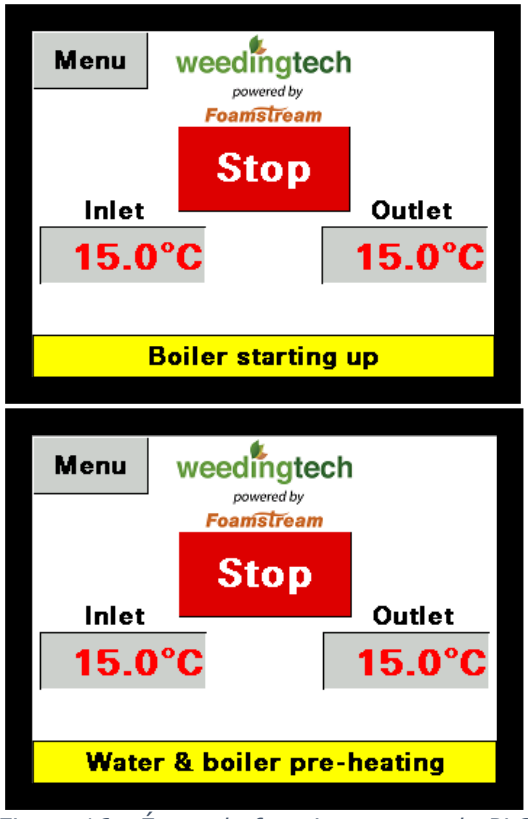

Figure 16 - Écran de fonctionnement du PLC
- ✓ Appuyer sur le bouton « DÉMARRER »; il vire au vert et l'écran présenté à la Figure 16 s'affiche.